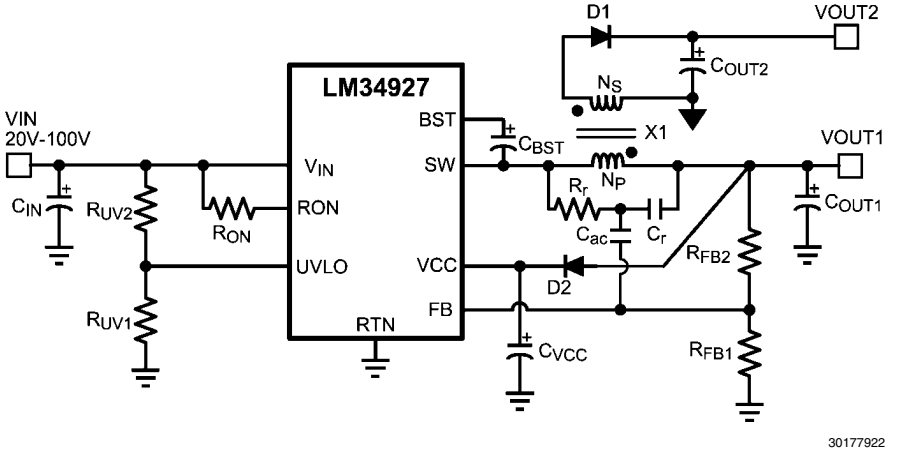

FIGURE 6. Typical Isolated Application Schematic
A typical isolated bias supply application is shown in *Figure 6* below. Inductor (L) in a typical buck circuit is replaced with a coupled inductor (X1). A diode (D1) is used to rectify the voltage on the secondary output. The nominal voltage at the secondary output (V_{OUT2}) is given by: